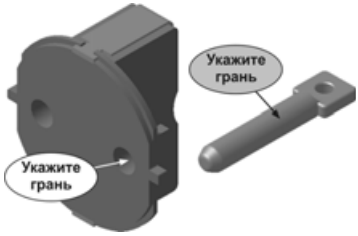

Рис. 7.25
- Укажите предварительное положение детали в сборке, как это показано на рис. 7.25.
- Нажмите кнопку **Соосность** на панели **Сопряжения** и укажите курсором цилиндрические грани на деталях **Вкладыш** и **Штифт** (рис. 7.25). Курсор при этом должен находиться в режиме выбора граней. Элементы станут соосны.